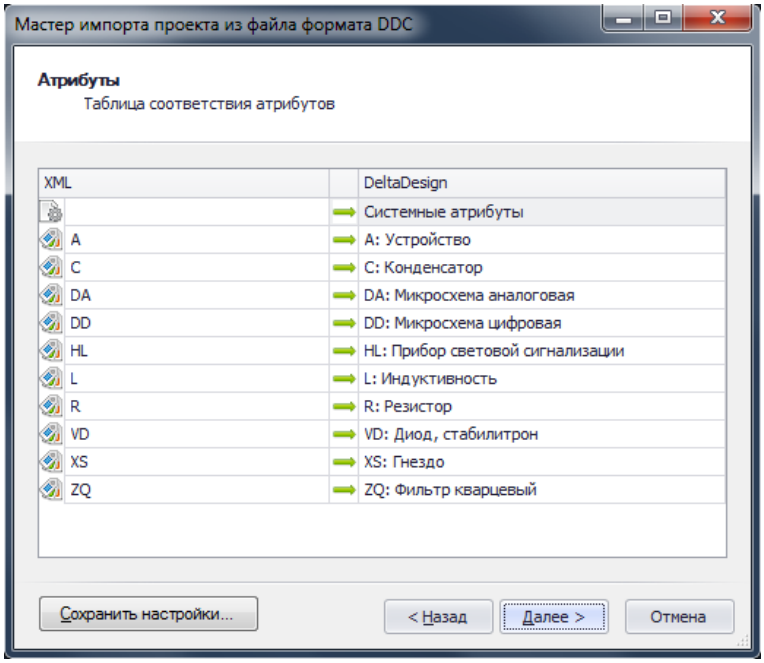

Рис. 351. Сопоставление семейств при импорте
5. В следующем окне мастера представляется информация по импортируемым семействам компонентов, см. Рис. 351. В левом столбце указываются буквенные коды семейств, которые содержатся в импортируемом проекте. В правом столбце можно указать необходимость импорта семейства, и сделать сопоставление импортируемого семейства с тем, которое присутствует в системе.